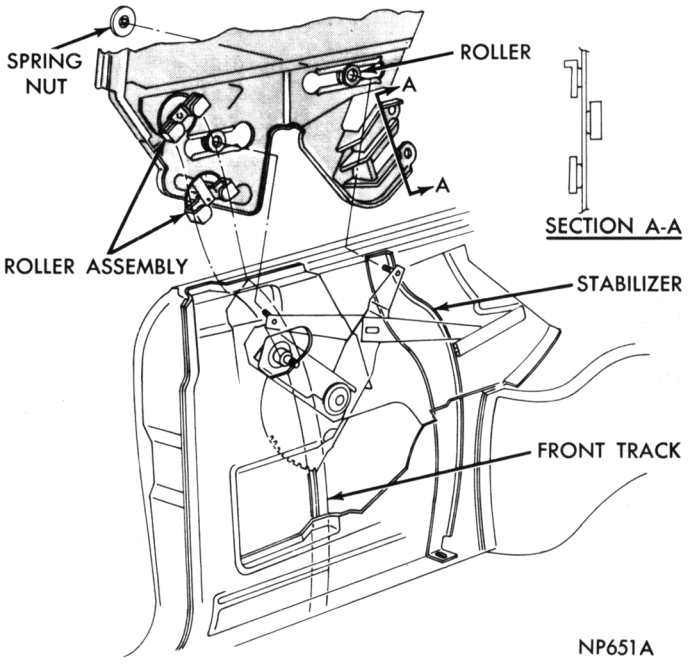

Fig. 48—Quarter Window Replacement—Convertible
(1) Remove spring nuts from regulator arm studs (Fig. 48).